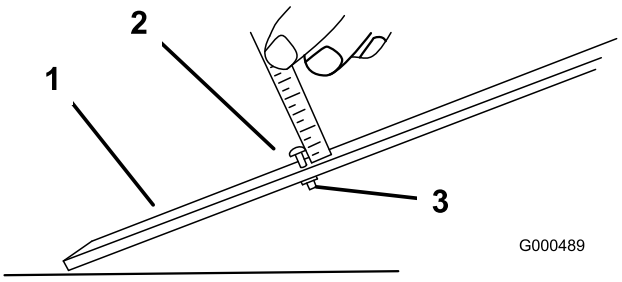

Figur 15
2. Løsne mutteren på høydemåleren, og fest justeringsskruen i ønsket klippehøyde (Figur 15). Klippehøyden er avstanden mellom bunnen av skruehodet og forsiden av stangen.